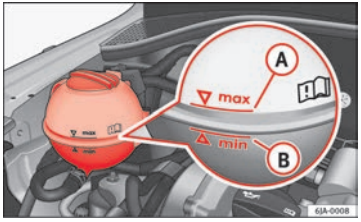

Fig. 126 Engine compartment: Coolant tank
The type of anti-freeze to be used for topping up is indicated on the coolant tank cover ⇒ Fig. 126.
– Read off the coolant level on coolant expansion tank ⇒ Fig. 126. When the engine is cold, the coolant should be between marks B (min.) and A (max.). When the engine is hot, it may be slightly above mark A (max.).
– Cover the cap on the coolant expansion tank ⇒ Fig. 126 with a cloth and **carefully** unscrew the cap.
Never fill the coolant tank above mark Ⓐ (max.) ⇒ Fig. 126 Excess coolant is forced out of the cooling system through the overpressure valve in the filler cap of the expansion tank when the engine heats up.